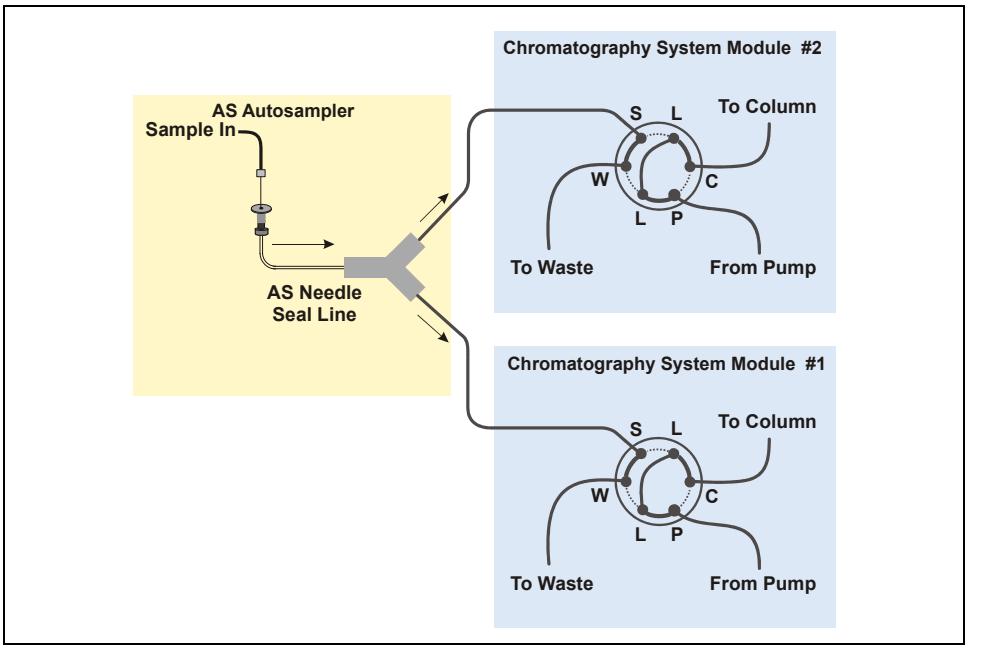

Figure B-27. Injection Valve Connections for Simultaneous Injection: Valves Installed in Two Chromatography System Modules
2. Connect one of the lines from the Y-connector to port S (5) on the injection valve of the first chromatography system module (see Figure B-27).
3. Connect the other line to port S (5) on the injection valve of the second chromatography system module.